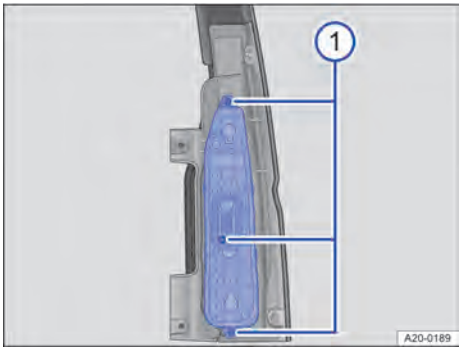

Bilde 178 På baklykten: Ta av pæreholderen.
2. Løsne festeskruene med skrutrekkeren → Bilde 178 ①. Sett eventuelt inn riktig klinge.
3. Ta av pæreholderen → Bilde 178.
1. Sett pæreholderen forsiktig inn i baklykten → Bilde 178.
2. Skru fast pæreholderen på baklykten med festeskruene → Bilde 178 ①.